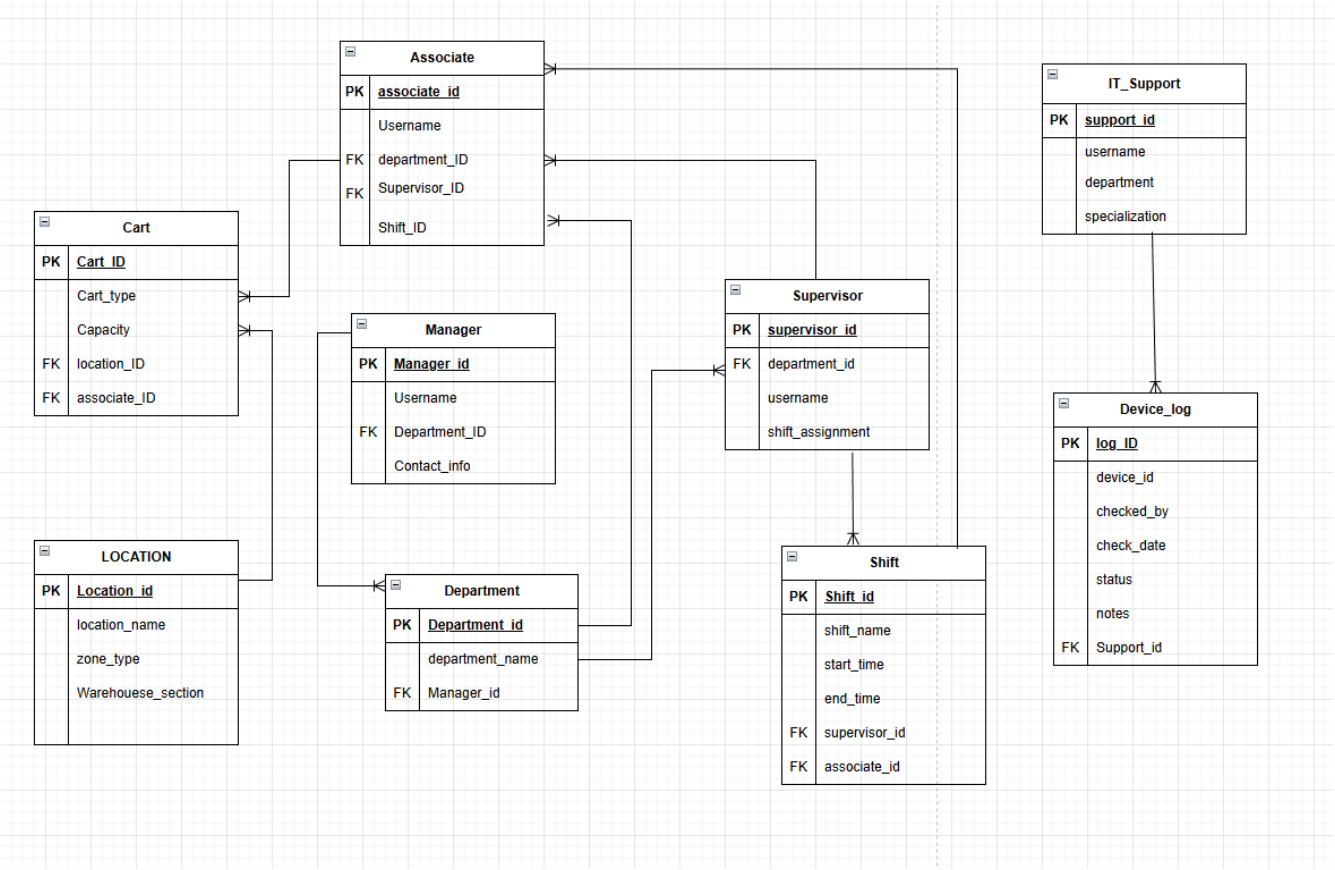

FIGURE 2
2. **FIGURE 2 ERD DIAGRAM OF THE SYSTEM.....10**
The ERD diagram of the warehouse management system in the current situation where the entities relations are shown in figure 2. where primary key and foreign key are assigned for the relations.